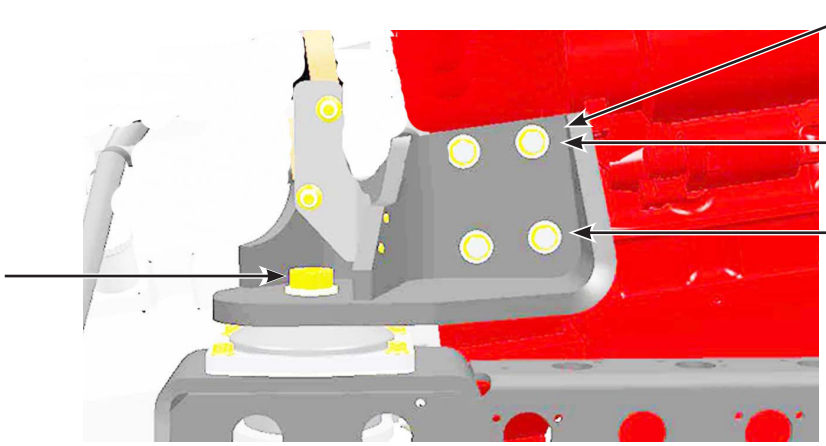

Figure 9 - Affixing Engine Support
1.21. Affix the engine mount to the transmission fly wheel casing with four new N45429 bolts and N31667 lockwashers, Tighten to the torque indicated in Figure 9 . Do **NOT** use any thead-locker.
Installation of lower mounting bolts is performed from underneath the vehicle. See Figure 9.
1.22. Install the retained M24X160 bolt and nut. Tighten to the torque indicated in Figure 9.